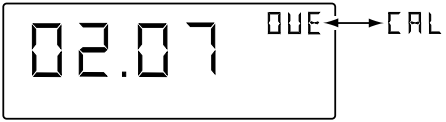

Figure B-8 CAL
1) After successful zero / calibration of all ranges, press Switch Two ( ), repeatedly if required, until DUE date is displayed, alternating with CAL as shown in Figure B-8.